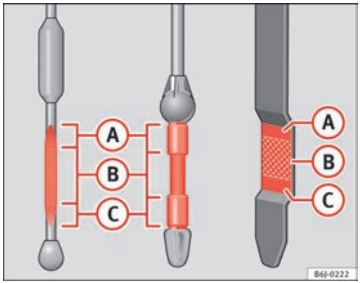

Fig. 167 Engine oil dipstick
– Then pull it out once more and check the oil level ⇒ fig. 167. Top up with engine oil if necessary.